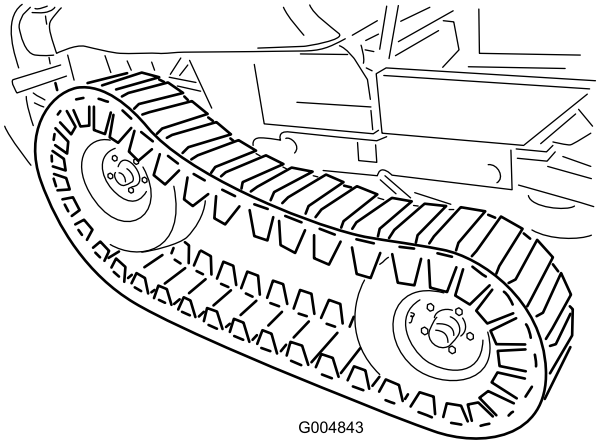

Figur 53
24. Sammen med en hjælper løftes forenden af larvefoden nok til at fordækkene forsigtigt kan monteres (Figur 53).